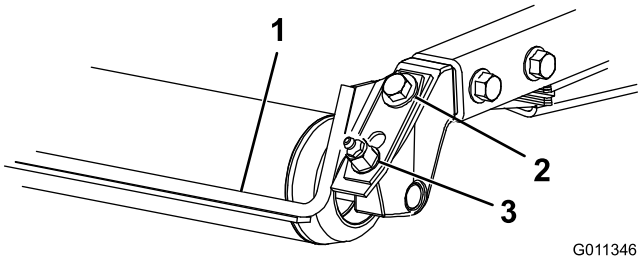

Figur 18
1. Løsn smøreniplen og monteringsskruen (Figur 18).